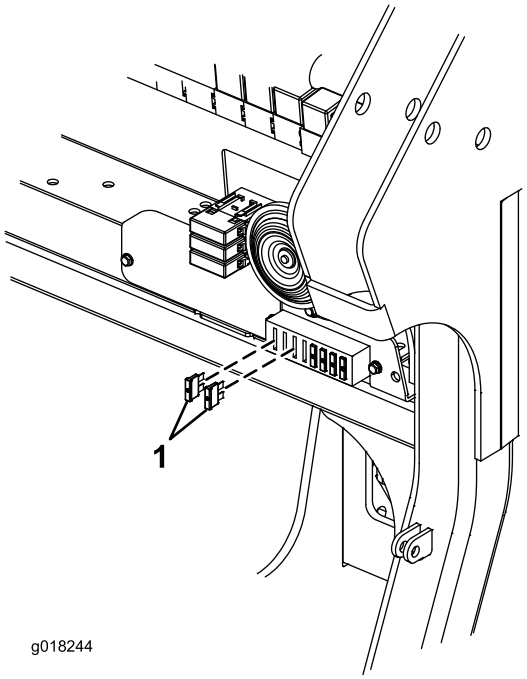

Figur 7
13. Monter 2 sikringer (15 A) i sikringsblokken. Bruk 1. og 3. kontakt fra venstre i sikringsblokken (Figur 7).